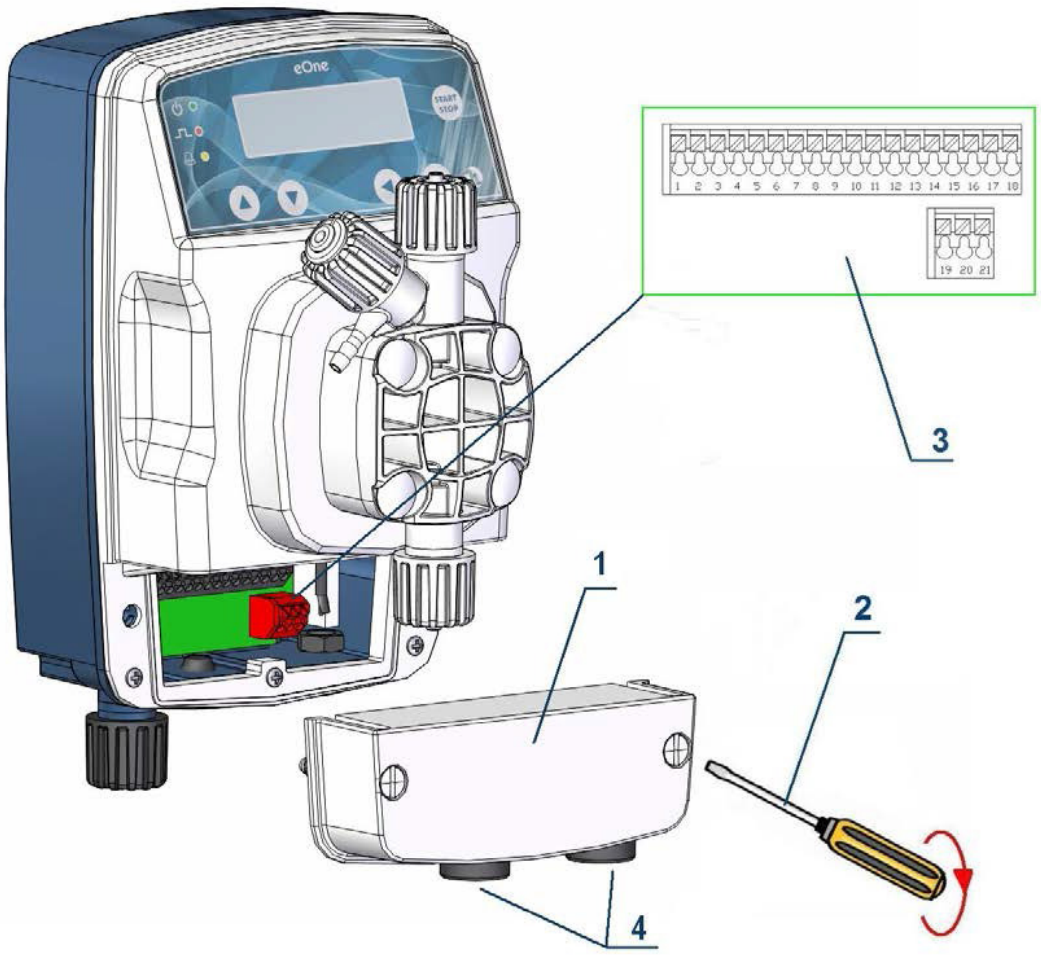

Рис. 9 – Клеммная колодлка
Для подключения внешних устройств и аксессуаров снимите крышку клеммной колодки (1), действуя с помощью отвертки (2) с прямым шлицем (ширина шлица – не менее 5 мм.) и открутите фиксирующие винты (см. Рис. 9).